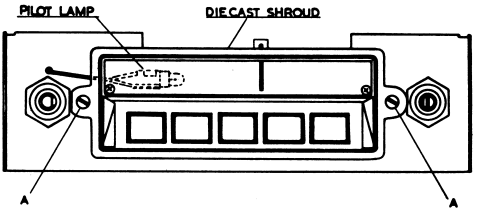

FIG.1.
2. Remove two screws marked "A" FIG. 1.